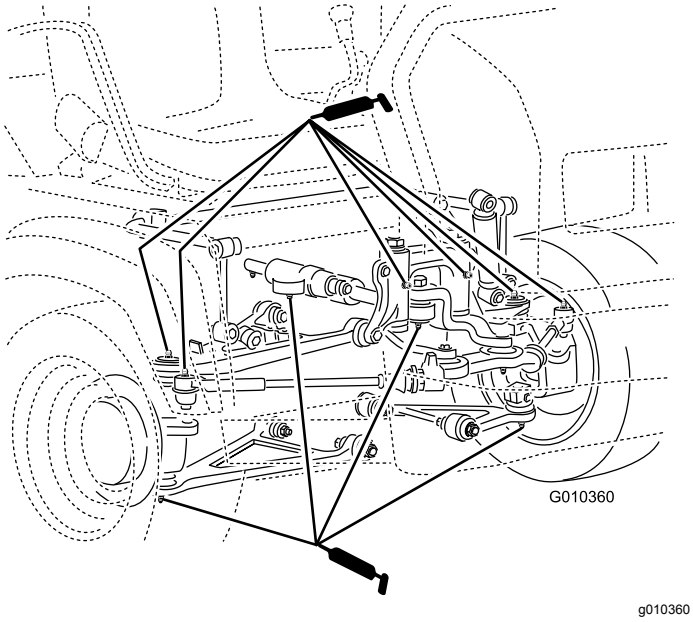

**Figur 29**
- **Kugleled (4)**, se Figur 29
- **Forbindelsesstænger (2)**, se Figur 29
- **Drejebeslag (2)**, se Figur 29
- **Styretøjscylinder (2)**, se Figur 29